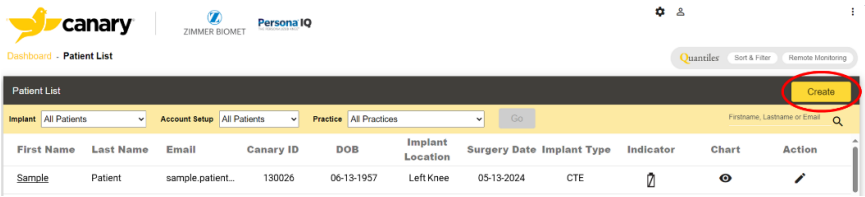

Figure 15: Patient List Screen
2. **Figure 15** shows a screenshot of the Patient List screen. Click on "Create."